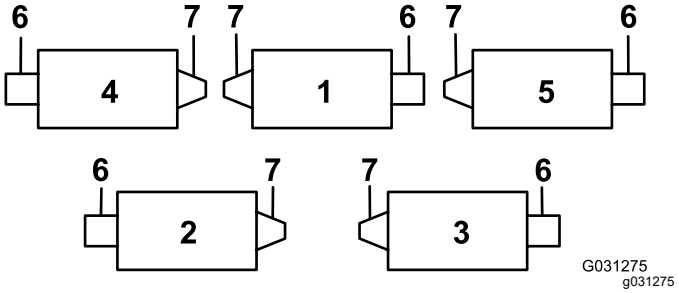
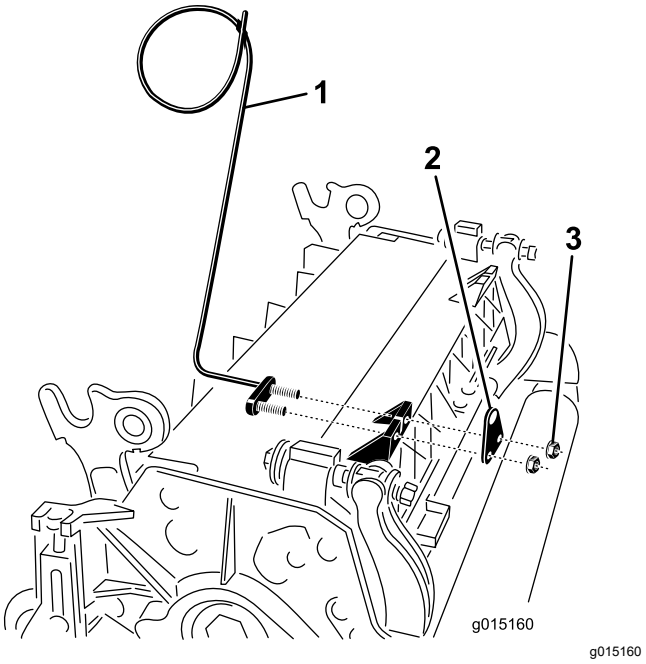
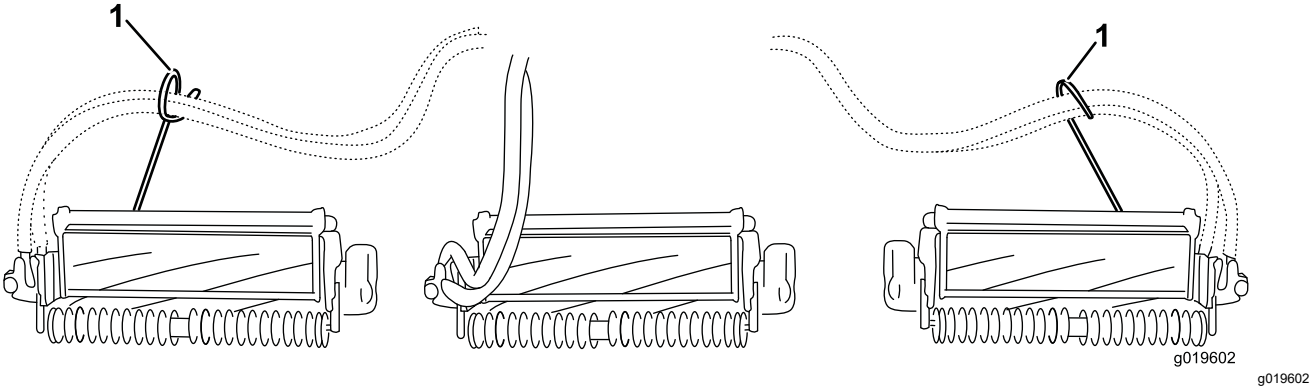

Figure 6
Figure 7
Figure 8
7. Sur les unités nº 4 (avant gauche) et nº 5 (avant droit), utilisez les écrous de fixation du support de tige pour monter les guides de flexible devant les pattes de l'unité de coupe. Les guides de flexible doivent être inclinés vers l'unité de coupe centrale (Figure 6, Figure 7, Figure 8).